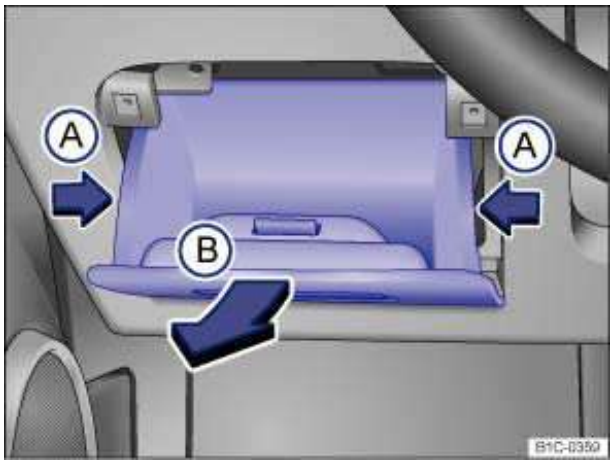

Fig. 147 On the driver side in the instrument panel: Storage compartment in front of the fuse box.
- Open the storage compartment ⇒fig. 147,..
- Press the sides of the storage compartment in slightly ((A) arrows) while pulling back firmly ((B) arrow).
- To **install**, guide the cover from the bottom into the instrument panel by pushing in the direction opposite to the arrows (A), then push forward until you can hear it latch into place.